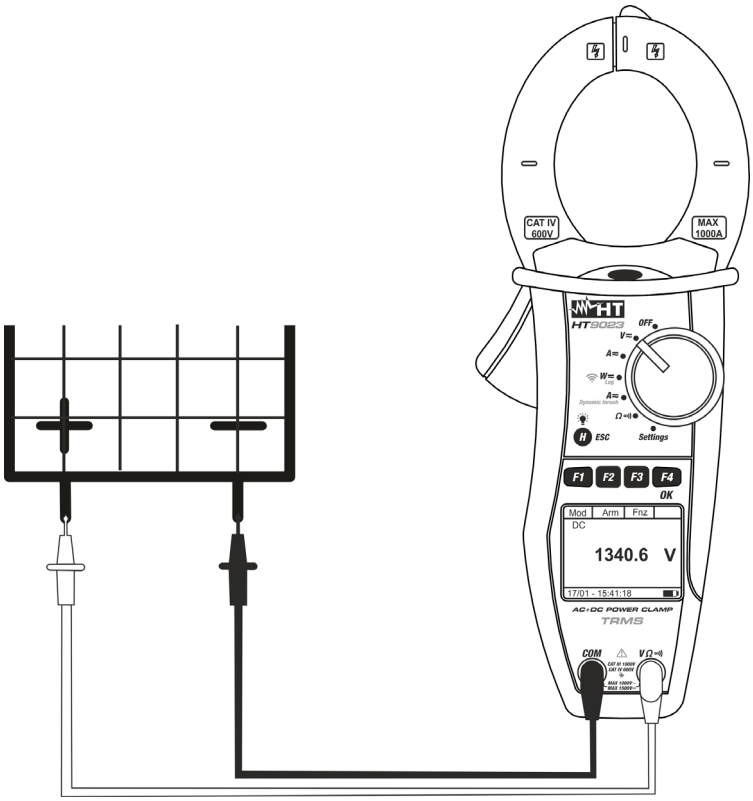

Fig. 5 : Mesure de tension CC
4. Insérez le câble rouge dans l'entrée **VΩ•))** et le câble noir dans l'entrée **COM**, et positionnez les câbles sur les points souhaités du circuit à tester (voir Fig. 5).